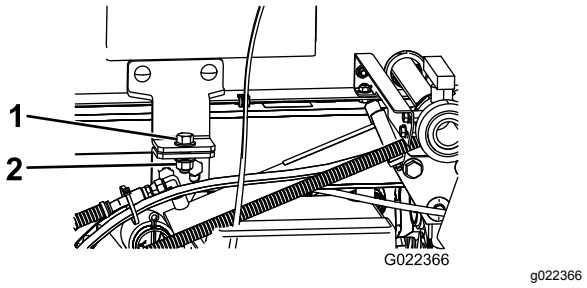

Figur 41
4. Fjern sikkerhedsboltene foran på platformen (Figur 41).